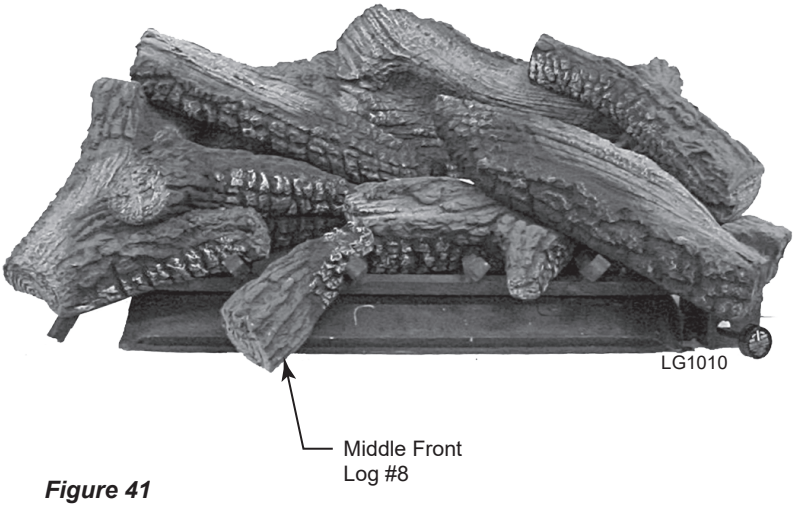

Figure 41
8. Place middle front log (#8) between second and third grate bars. *Figure 41*